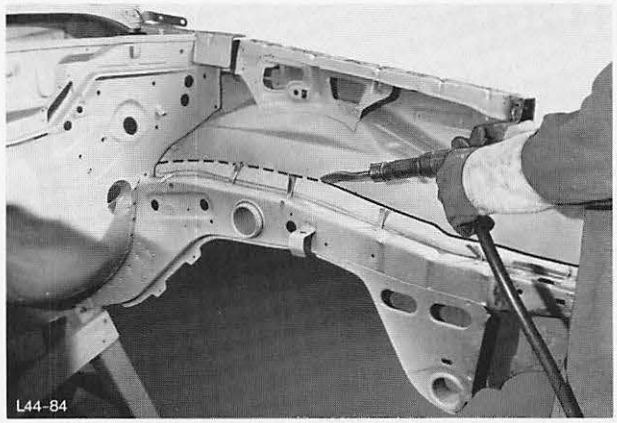

Abb. 102 Stehblech austrennen
8. Stehblech am Längsträger trennen, Abb. 102.